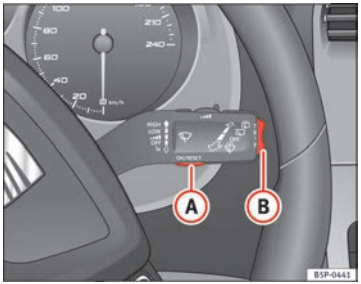

Abb. 47 Scheibenwischerhebel (MFA): Taste A zur Bestätigung von Menüpunkten und Wippe B zum Wechseln der Menüs
– Wählen Sie im Hauptmenü den Menüpunkt **Fzg-Status**: „Hauptmenü“ und drücken Sie die Taste OK am Scheibenwischerhebel (A) ⇒ Abb. 47. **Oder**